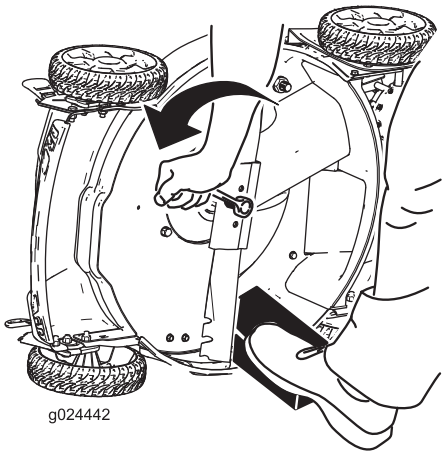

Figura 25
3. Usate un blocco di legno per tenere ferma la lama (Figura 25).
4. Rimuovete la lama ruotando il bullone della lama in senso antiorario, conservando tutti gli elementi di fissaggio per l'installazione della nuova lama (Figura 25).